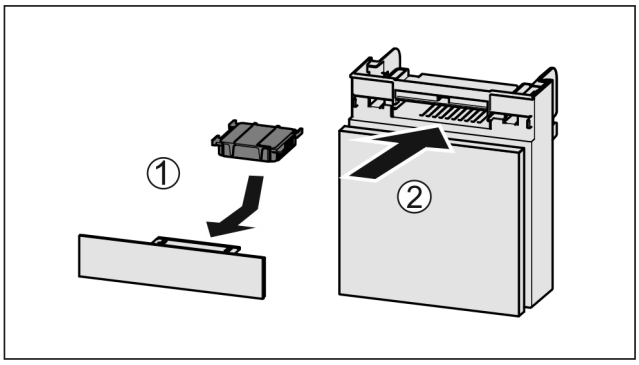

*Fig. 135*
▶ Coloque el filtro de carbón activo según se indica en la ilustración *Fig. 135 (1)*.
▶ Introduzca el compartimiento *Fig. 135 (2)*.